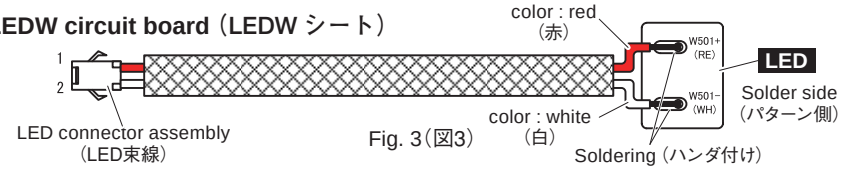

Fig. 3 (図3)
3-4 Remove the ten (10) screws marked [100] . The AMP assembly can then be removed. (Fig. 3)
* ***When installing the AMP assembly, first tighten the two (2) priority screws in order as shown in Fig. 3.***
3-4 ［100］のネジ 10 本を外し、アンプ Ass'y を外します。（図 3）
※ **アンプ Ass'y を取り付けるときには、優先ネジ 2 本を図に示す順で先に締めてください。（図 3）**
4-5 Unsolder the leads of the LED (LEDW) circuit board. The LED circuit board and LED connector assembly can then be separated. (Fig. 3)
4-5 LED（LEDW）シートのリードのハンダ付け部からハンダを取り除き、LED シートと LED 束線を別けます。（図 3）